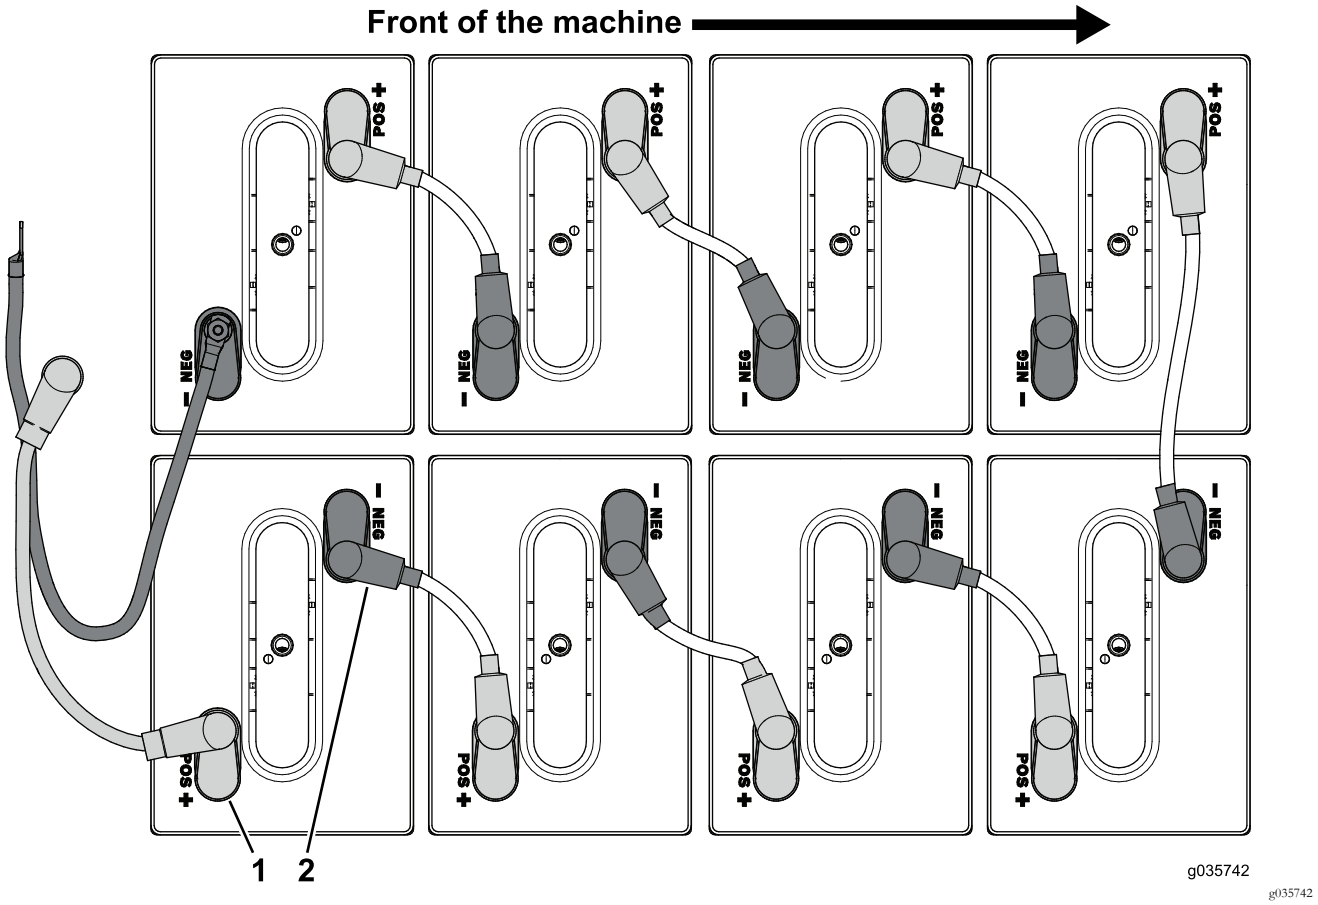

Figura 57
3. Desconecte los cables de batería que están conectados al borne positivo (+) de las baterías de la bandeja de baterías delantera (Figura 57).
4. Desconecte los cables de batería que están conectados al borne negativo (-) de las baterías de la bandeja de baterías delantera (Figura 57).